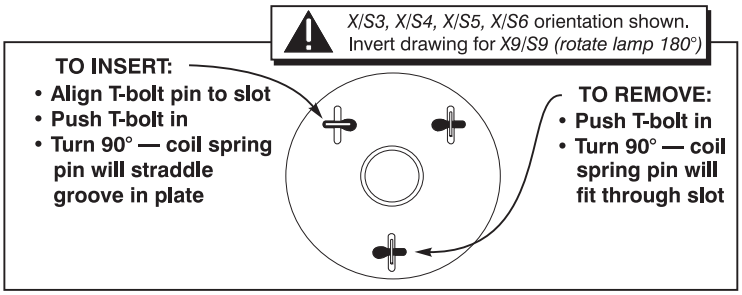

Figure 4.7. Using the T-bolts
- Push the lamp all the way back and make sure the pin on each T-bolt aligns with its slot on the alignment plate–slowly turn each until the clearance slot is located. Then push and turn each T-bolt **90°** to lock. See Figure 4.7.